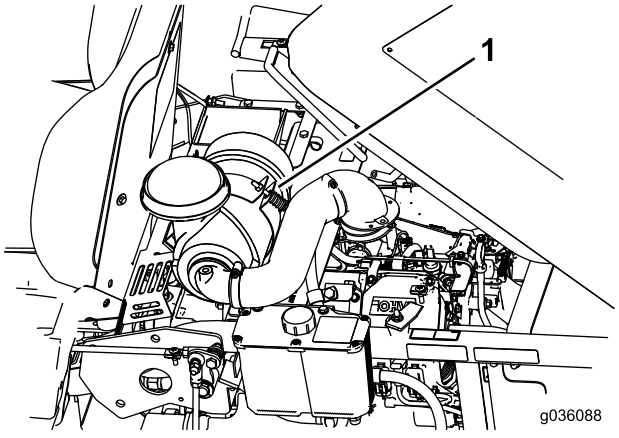

Bild 36
3. Um Zugriff auf den unteren Riegel zu bekommen, entfernen Sie die Schraube, öffnen Sie die Klemme und heben Sie den Luftfilter an (Bild 36).
5. Setzen Sie den Luftfilter in die Klemme ein und befestigen Sie ihn mit der vorher entfernten Schraube (Bild 36).